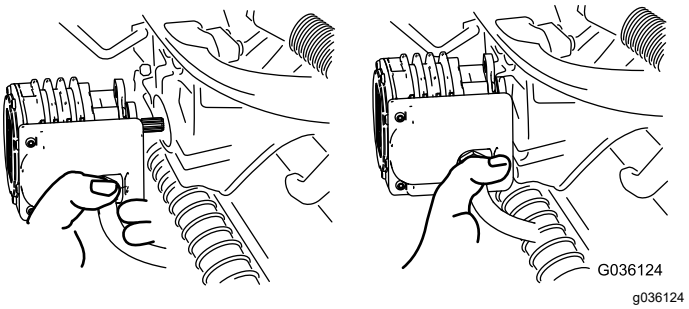

**Figur 58**
4. Flyt motoren hen i opbevaringspositionen foran på affjedringsarmen (Figur 58).